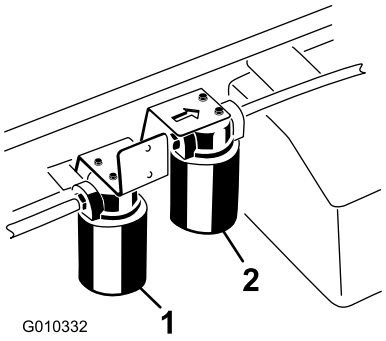

Figuur 72
5. Plaats een opvangbak onder het filter en verwijder het filter (Figuur 72).
4. Reinig de omgeving van de plaats waar het filter met hoge stroming wordt gemonteerd (Figuur 72).